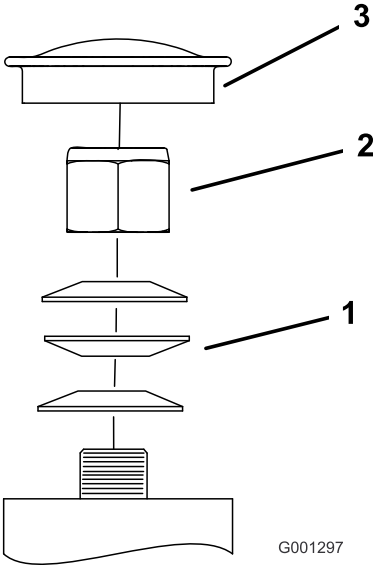

Figur 69
3. Ta av dammkåpan från hjulet och dra åt låsmuttern (Figur 69).
4. Dra åt låsmuttern tills fjäderbrickorna är plana och släpp sedan efter 1/4 varv för att få rätt förbelastning på lagren (Figur 69).
Viktigt: **Kontrollera att fjäderbrickorna har monterats korrekt enligt Figur 69.**
5. Montera dammkåpan (Figur 69).